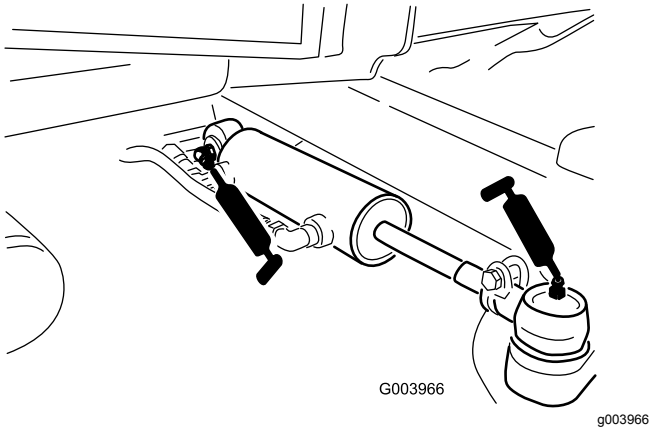

Figuur 42
- Kogelverbindingen van stuurcilinder (2) (Figuur 42)